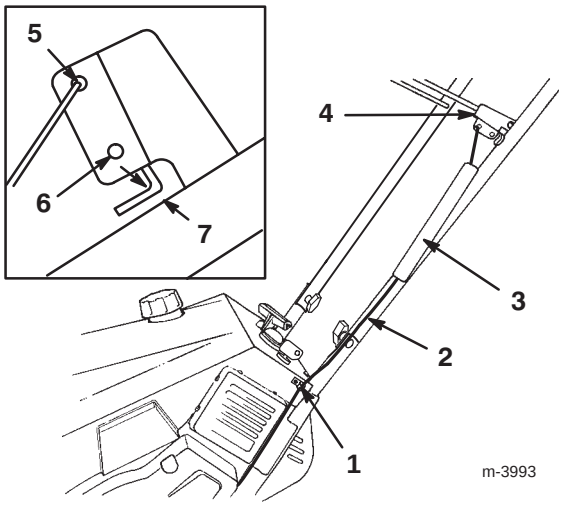

Figure 4
1. Route the control cable through the loop on the left side of the snowthrower (Fig. 4).
4. Slide the spring cover over the spring and the cable adjuster and push the spring end through the hole at the end of the spring cover (Fig. 4).
5. Hook the spring into the top hole of the control bar bracket (Fig. 4).
7. Ensure that a 1/16- to 1/8-inch (2 to 3 mm) gap exists between the control bar and the handle (Refer to the inset in Fig. 4). To adjust this gap, refer to Adjusting the Control Cable on page 13.